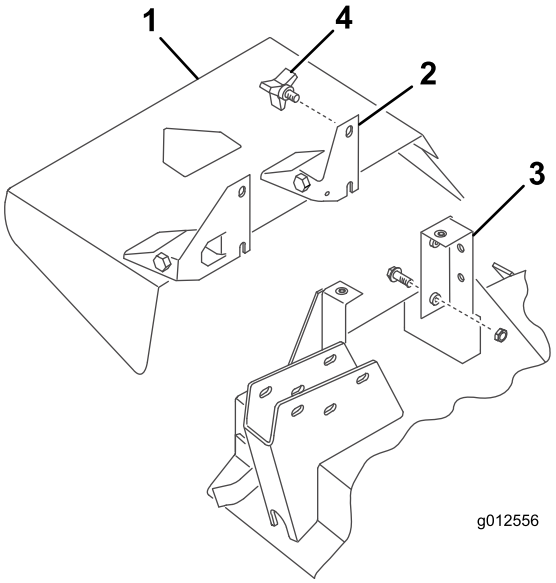

Figura 30
2. Deslize as ranhuras na parte inferior do suporte da articulação do defletor para os parafusos na lateral dos suportes da plataforma (Figura 30).